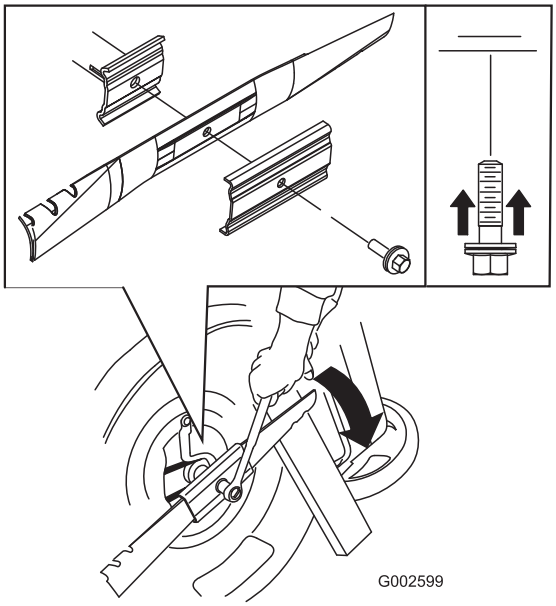

Figuur 28
5. Plaats het nieuwe mes (draai de mesbout rechtsom) en alle bevestigingsmaterialen (Figuur 28).